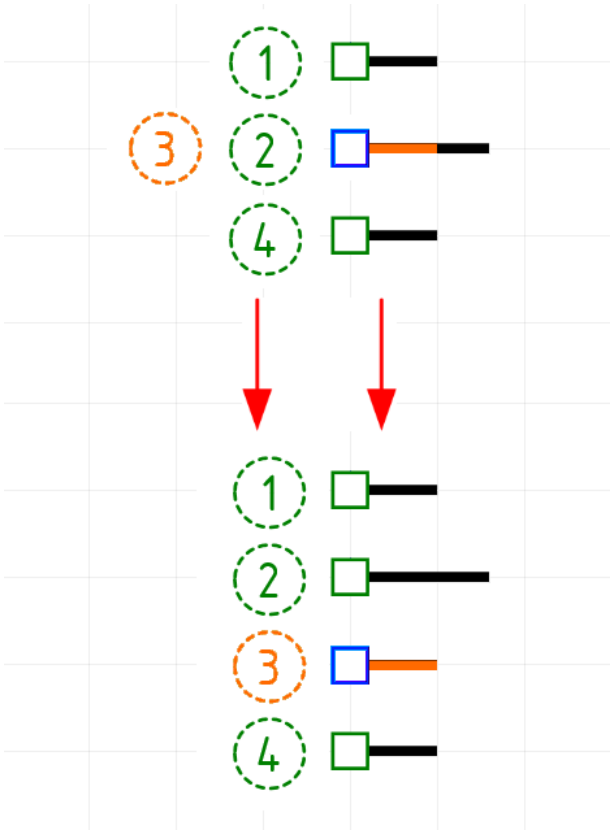

Рис. 369. Перемещение выводов при преобразовании УГО
2. Если некоторые выводы попали в один узел сетки, то происходит перемещение выводов вниз/влево, так, чтобы в узле сетки располагался не более чем один вывод, см. Рис. 369.